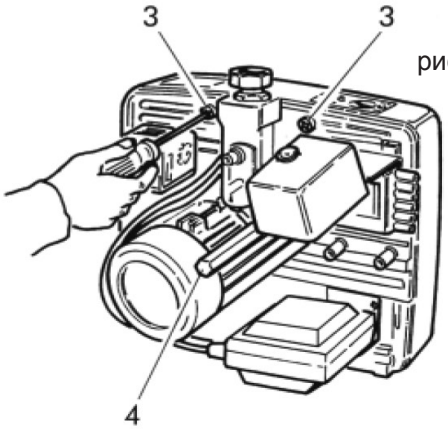

рис. 2
- Отверните винты (3) и снимите центральный штифт (4) (рис. 2).